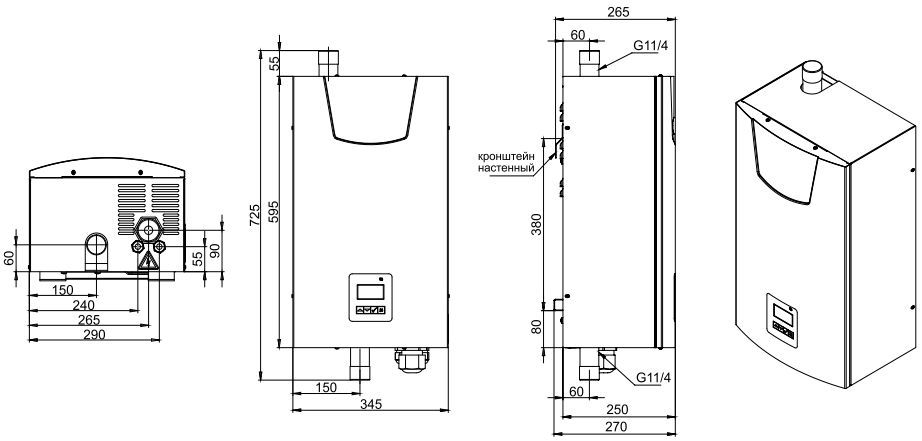

**Рис.5. Габаритные и присоединительные размеры котлов**
• Закрепить кронштейн крепления на вертикальной поверхности в необходимом месте с помощью шурупов, входящих в комплект, и установить на него котел как показано на Рис.1. Габаритные и присоединительные размеры котлов указаны на Рис.5;